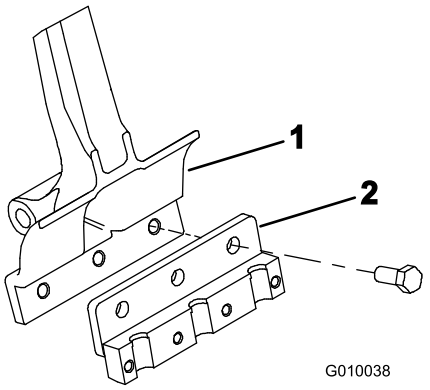

Figur 22
2. Fest en pipeholder på hver pipearm med tre bolter (1/2 x 1-1/4 tomme) (Figur 22). Trekk til boltene med et moment på 101,6 Nm.